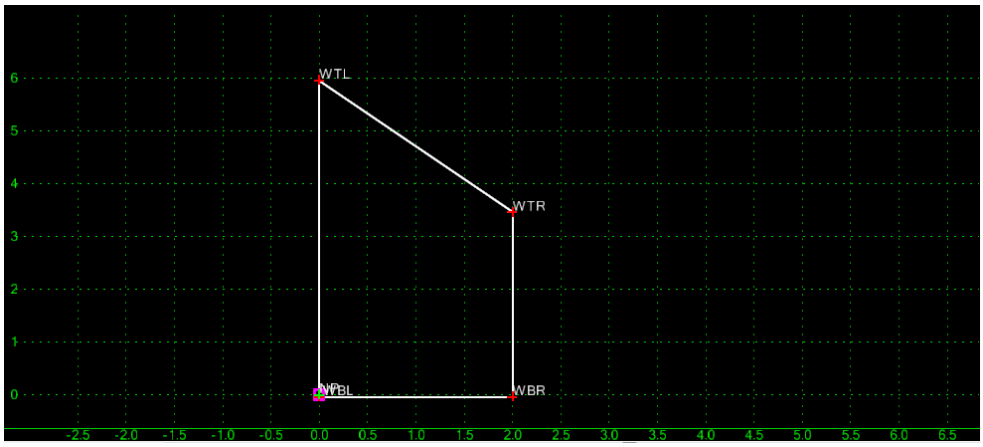

Figure L7-50 Create Template Grid
- Ensure your Component corresponds to that shown in *Figure L7-50*. (**Note:** the screen capture below is zoomed out – so your view may be slightly different).